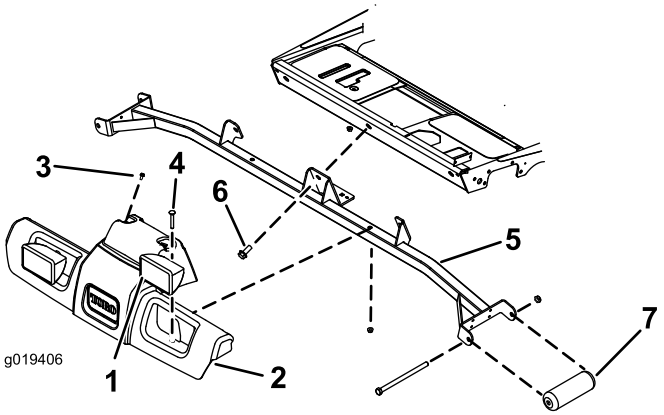

図 2
1. トラクションユニットのワイヤハーネスからヘッドライトのワイヤコネクタを外す（図 2）。
2. プラットフォーム・シュラウドの上部をトラクションユニットに固定しているねじ（2本）を外す（図 2）。ねじは捨てないこと。
3. ヘッドライトとプラットフォーム・シュラウドをサポート・アセンブリに固定しているキャリッジボルト（2本）とナットを外す（図 2）。ボルトとナットは捨てないこと。
4. サポート・アセンブリからプラットフォーム・シュラウドを外す（図 2）。
5. サポート・アセンブリをトラクションユニットのフレームに固定しているねじ（3本）を外す（図 2）。ねじは捨てないで組み立て時に使用する。
6. 前ローラをサポート・アセンブリに固定しているねじとナットを外す（図 2）。サポート・アセンブリは廃棄するが、ねじとナットとローラは捨てない。
8. サポート・アセンブリをトラクションユニットのフレームに取り付ける；先ほど外したねじ（3本）を使用する（図 2）。
9. プラットフォーム・シュラウドとヘッドライト・アセンブリをサポート・アセンブリとトラクションユニットに載せ、取り付け穴を合わせる（図 2）。
10. プラットフォーム・シュラウドとヘッドライトをサポート・アセンブリに取り付ける；先ほど取り外して保管しておいたボルトとナットを使用する（図 2）。
11. プラットフォーム・シュラウドの上部をトラクションユニットに固定する；先ほど外したねじを使用する（図 2）。